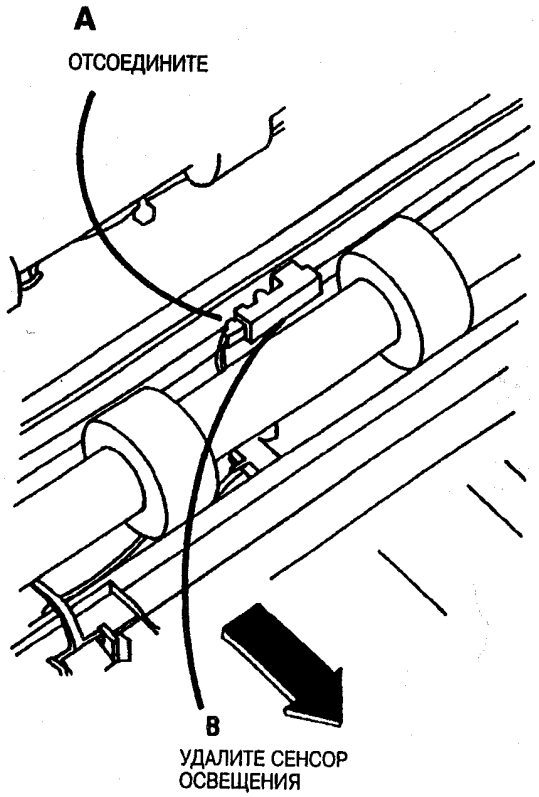

Рис. 2. Удалите сенсор освещения
4. (Рис. 2): Удалите сенсор освещения.